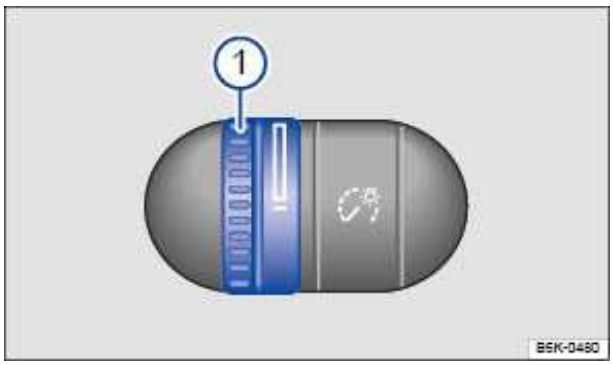

Fig. 87 To the left of the steering wheel: Thumbwheel to adjust instrument panel lighting 1.
When the lights are on, the brightness of the instrument panel lighting is adjusted by turning the thumbwheel ⇒ fig. 87 (1).